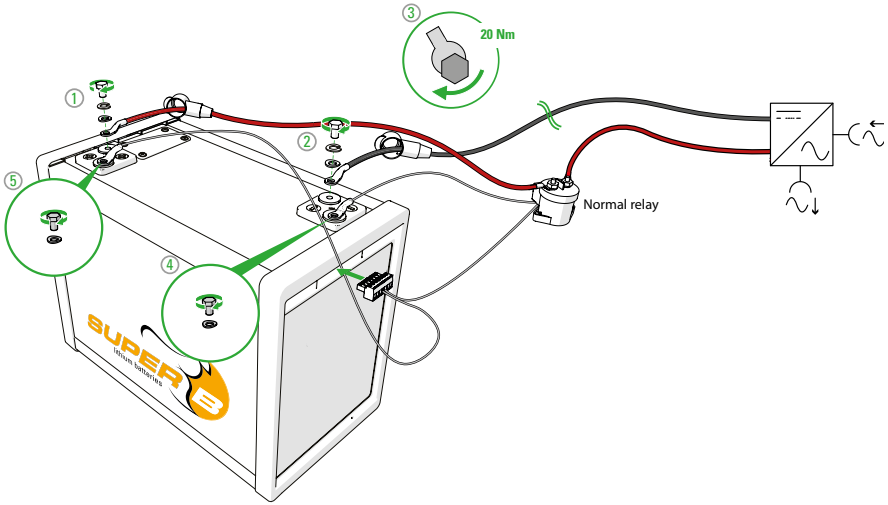

Abbildung 11. Anschluss der Batterie an die Last.
2. Verbinden Sie den Pol der Batterie mit dem Pol des Relais (siehe Abbildung 11):